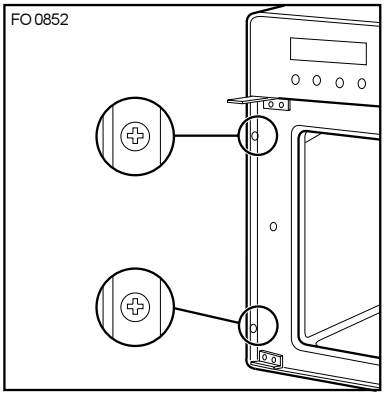

Fig. 12
- Fig. 12) Fixer le four au meuble par 4 vis en utilisant les trous libres (2 à gauche et 2 à droite). Fixer le four au meuble et refaire les opérations dan l'ordre inverse pour remonter la porte.